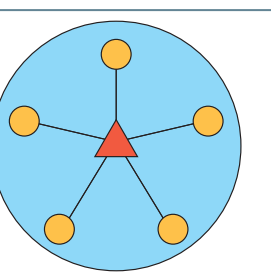

Рис. 12. Топология «звезда»
1. «Звезда» (Star). Характерной особенностью этой топологии является то, что в ней отсутствуют маршрутизаторы. Все конечные устройства соединены непосредственно с координатором (рис. 12). Количество таких устройств может превышать 65 тысяч.